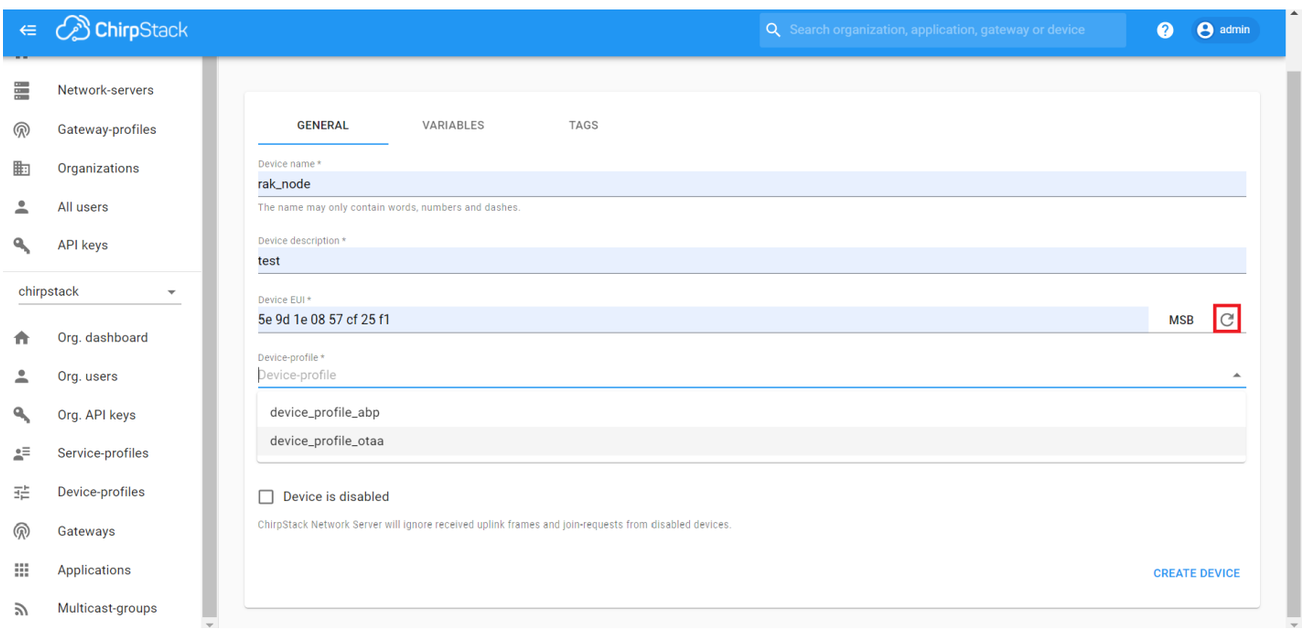

Figure 37: Generate a new Device EUI in the device registration form
3. Fill in the parameters requested as appears in **Figure 37**:
- **Device EUI**: This interface allows you to generate a Device EUI automatically by clicking the icon highlighted in red in **Figure 37**. You can also add a specific Device EUI directly in the form.